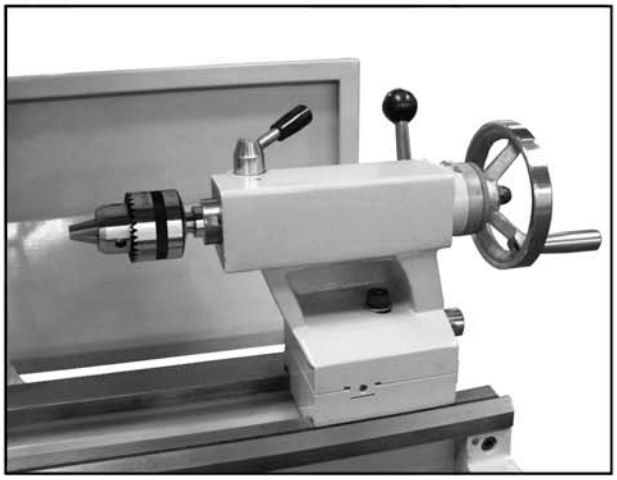

Figure 12: Setting up tailstock for drilling.
3. Insert the MT#3 chuck (Figure 12) or an MT#3 tapered drill shank into the quill until the taper is firmly seated.